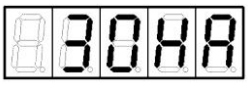

Рисунок 14
2. Нажать кнопку ↑, после чего, нажимая кнопку ← или →, установить на индикаторе слово "ЗОНА" (рисунок 14).